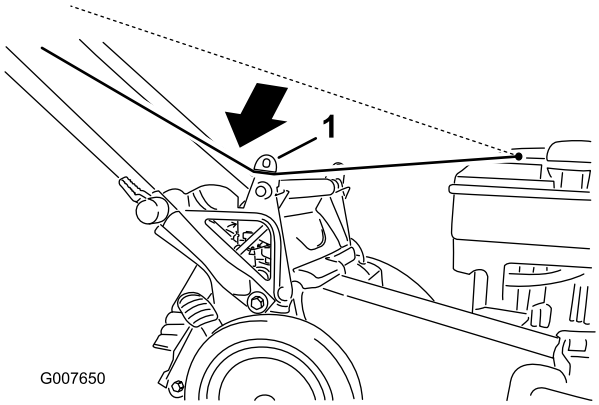

Figur 19
1. För in startsnöret längs den nedre styrningen (Figur 19).